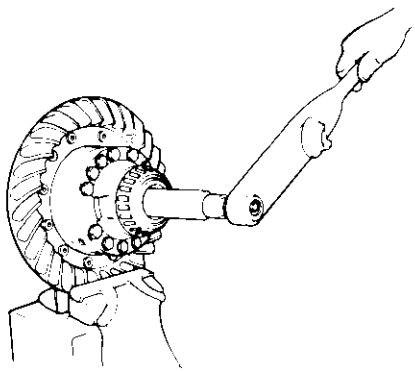

FIGURA 9
b) Coloque um torquímetro na extremidade deste dispositivo e verifique o valor da resistência à rotação do conjunto satélite/planetário. O valor obtido deverá ser inferior a 68 Nm – 50 lbf.pé (ver figura 9).